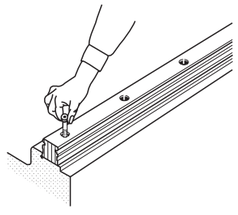

Fig. 25 Temporary fixing of track rail
❷Temporary fixing of Linear Way Ⅰ and Ⅱ track rails
- Correctly fit the reference mounting surfaces of Linear Way Ⅰ and Ⅱ track rails onto the mating reference mounting surfaces of the bed, and temporarily fix the track rails with mounting bolts. (See Fig. 25.)